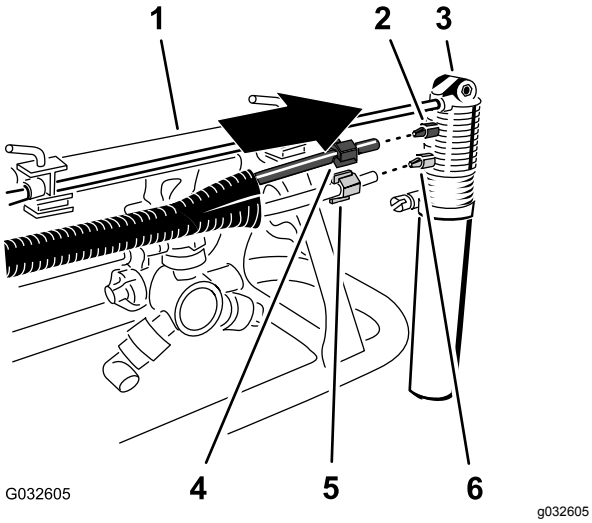

Figuur 21
1. Schuif de blauwe klemmoer over de uiteinden van de blauwe buis en de witte klemmoer over de doorzichtige buis (Figuur 21).
2. Lijn het uiteinde van de doorzichtige buis met de witte klemmoer uit met de witte koppeling van de spuitdop van de schuimmarkeerder. Zet de klemmoer handmatig vast (Figuur 21).
3. Lijn het uiteinde van de blauwe buis met de blauwe klemmoer uit met de blauwe koppeling van de spuitdop van de schuimmarkeerder. Zet de klemmoer handmatig vast (Figuur 21).